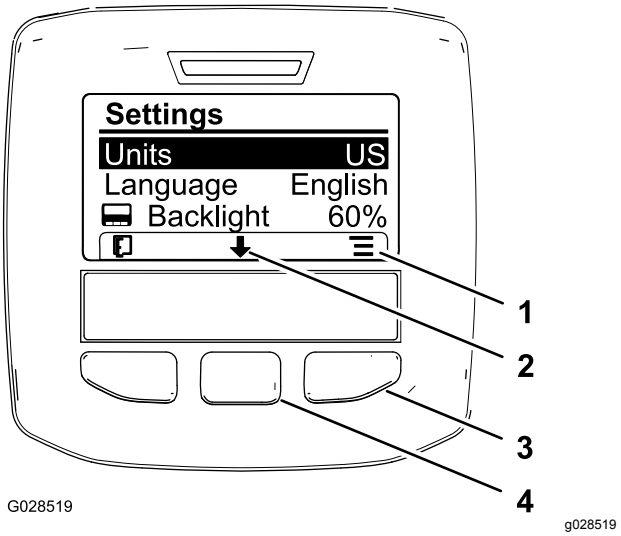

Figur 63
2. Bruk den høyre valgknappen til å endre de oppførte måleenhetene (Figur 63).
3. Trykk på den midtre valgknappen (knappen under pil ned-ikonet på skjermen) for å velge Språk-alternativet og endre språket som brukes på skjermen (Figur 63).
4. Trykk på den høyre valgknappen (knappen under listeikonet på skjermen) for å utheve språket som brukes på skjermen (Figur 63).
6. Trykk på venstre valgknapp for å gå tilbake til hovedmenyen (Figur 63).